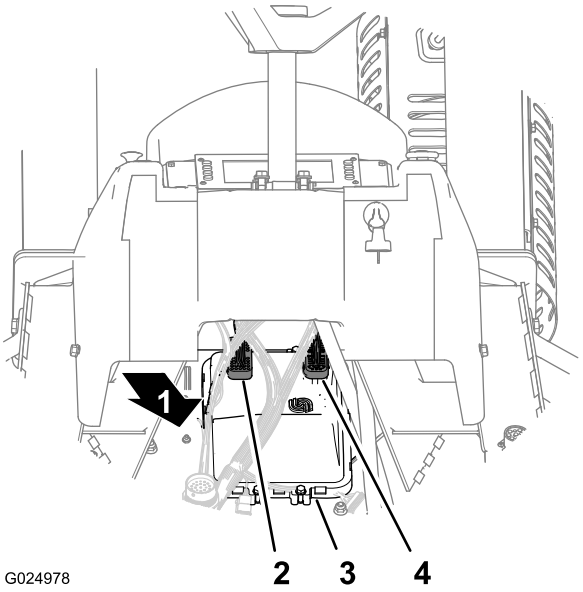

Figura 118
2. Desconecte el conector hembra de 50 vías (CPU 1) de la parte trasera del módulo de ordenador (Figura 118).
3. Desconecte el conector hembra de 38 vías (CPU 2) de la parte trasera del módulo de ordenador (Figura 118).
1. Conecte el conector hembra de 38 vías (CPU 2) a la parte trasera del módulo de ordenador (Figura 118).
2. Conecte el conector hembra de 50 vías (CPU 1) a la parte trasera del módulo de ordenador (Figura 118).